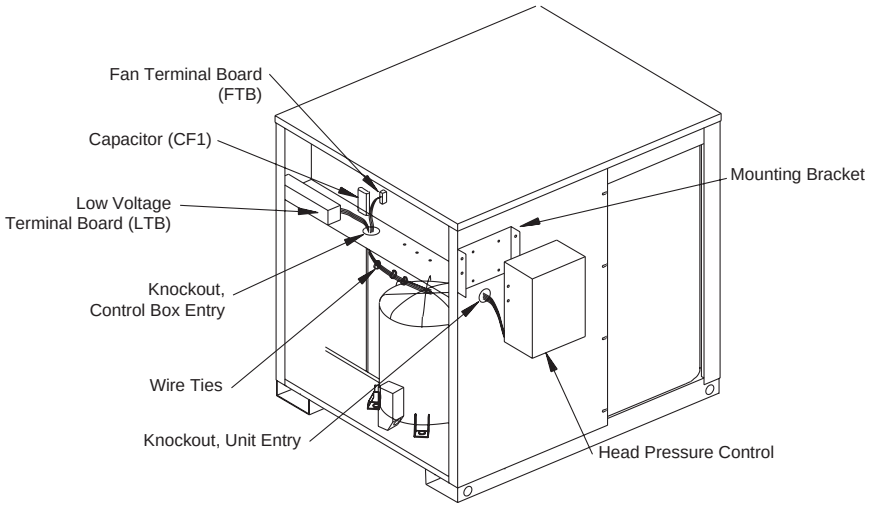

Figure 2. Head pressure control installation for CTA090A, CTA120A, CTA120B
d. Remove knockout in bottom flange of control box and insert bushing provided, Figure 2.
e. Remove knockout located at side of unit below HPC mounting location and insert bushing provided, Figure 2.
b. Mount the head pressure control (HPC) onto the mounting bracket and secure with the original screws. Route the HPC wires through the bushing in the knockout hole, *Figure 2*.